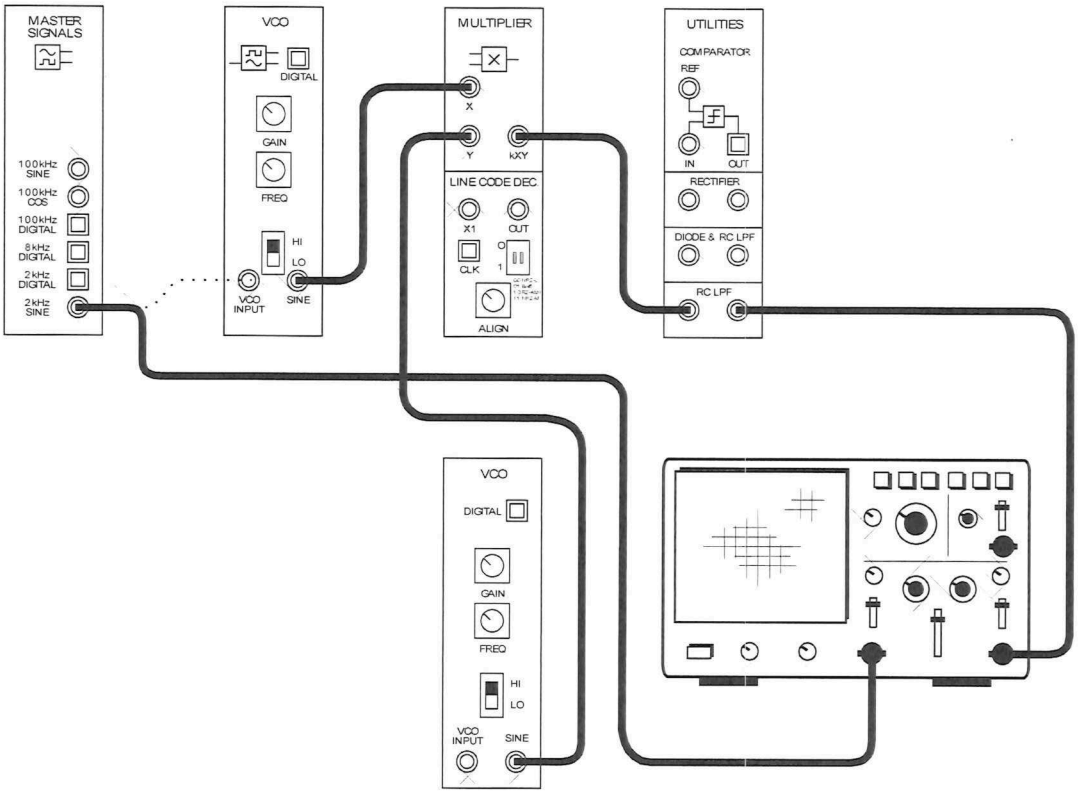

Figure 8
31. Disconnect the Variable DCV module from the expansion board's VCO module and add to the set-up as shown in Figure 8 below.
What small modification to the set-up in Figure 8 would complete the PLL?